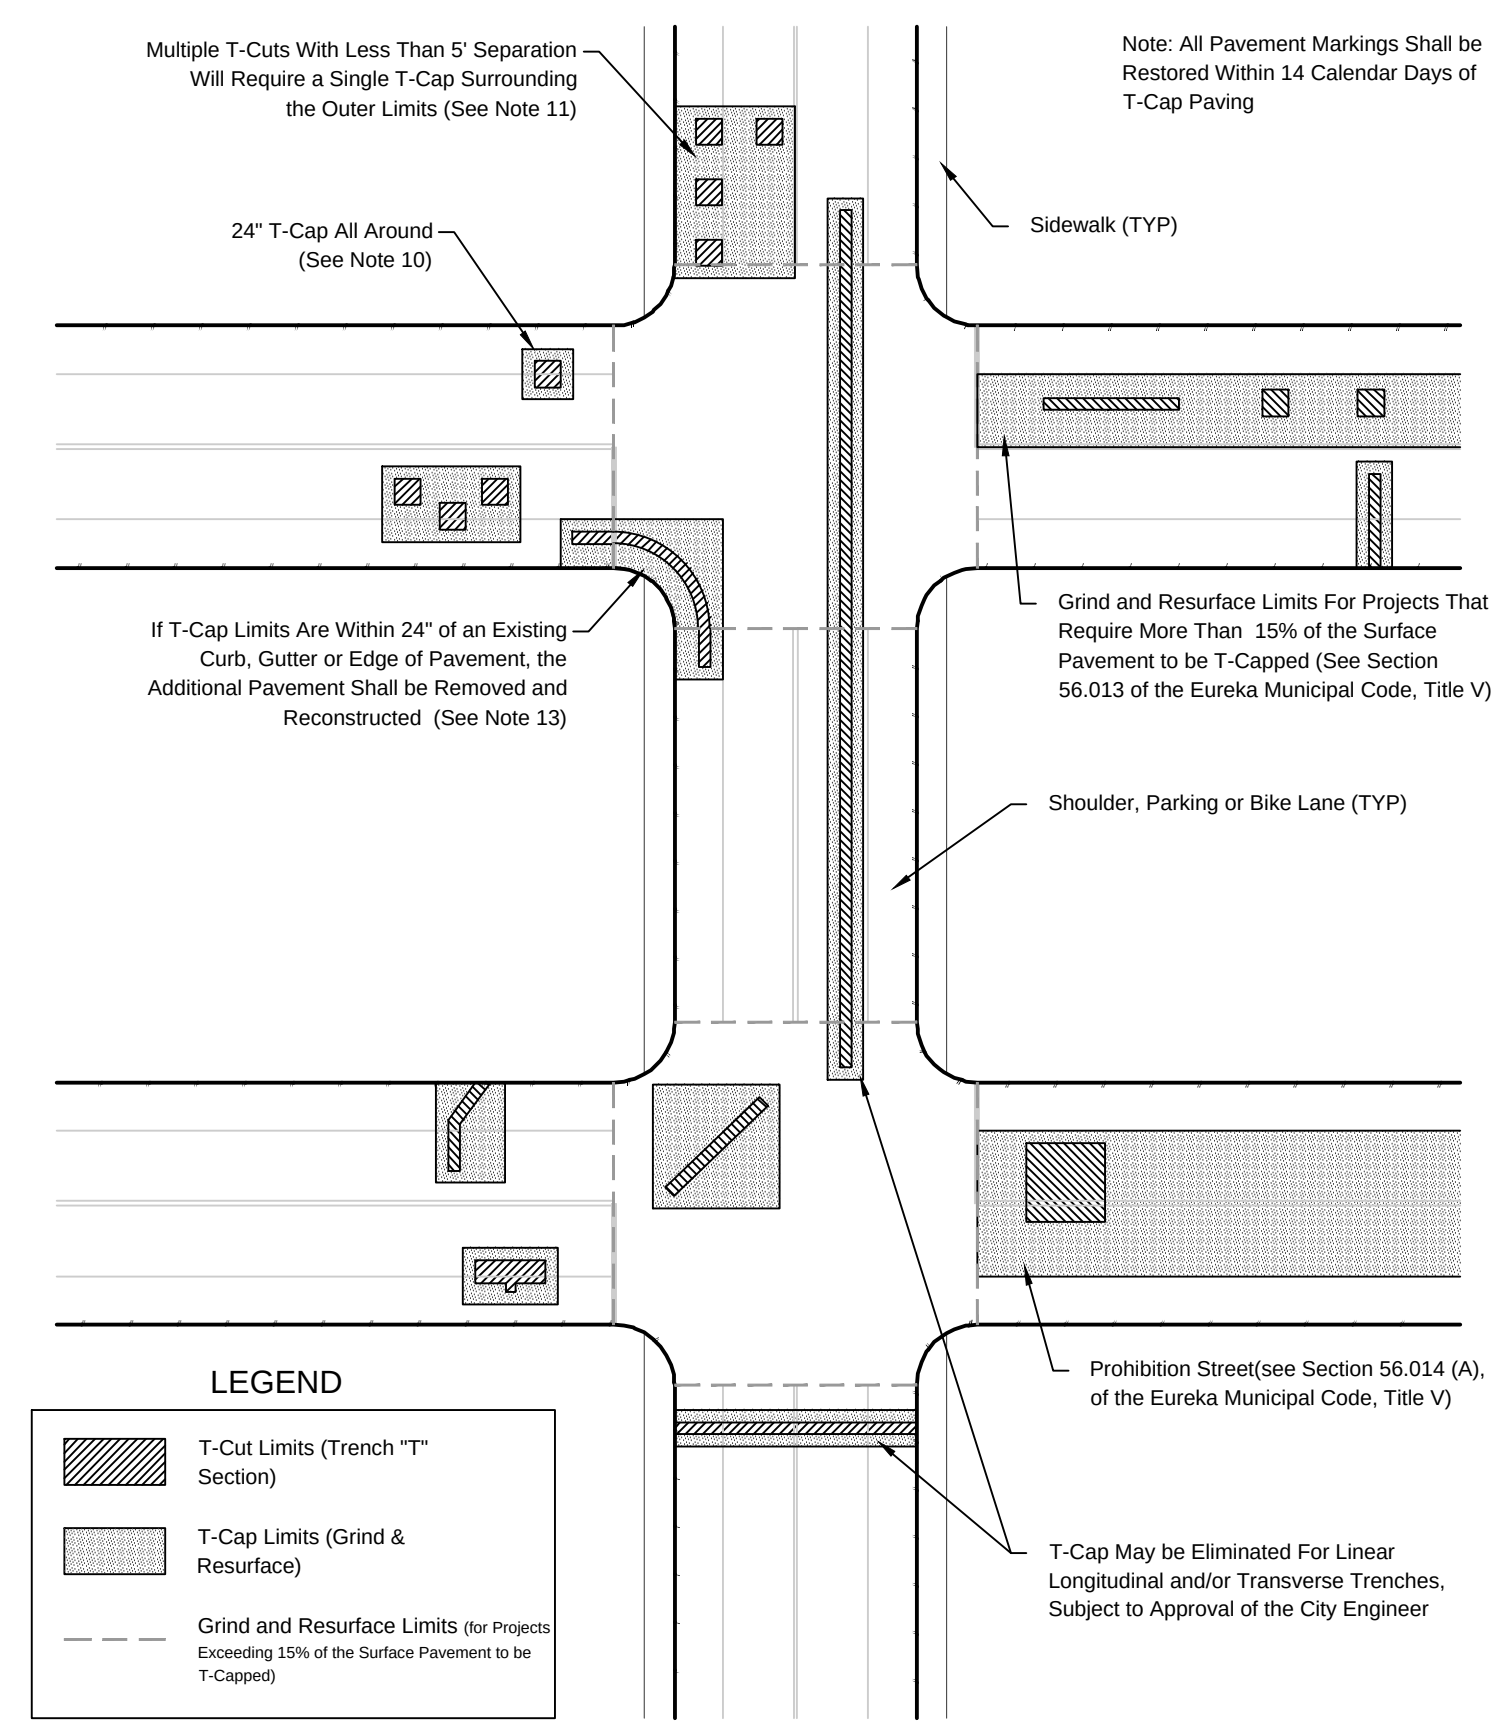

Figure 1: Examples of Grind and Resurface T-Cap Limits
9. T-Cap limits shall be in accordance with figure 1 (Sheet 3 of this detail), unless otherwise approved by the City Engineer.